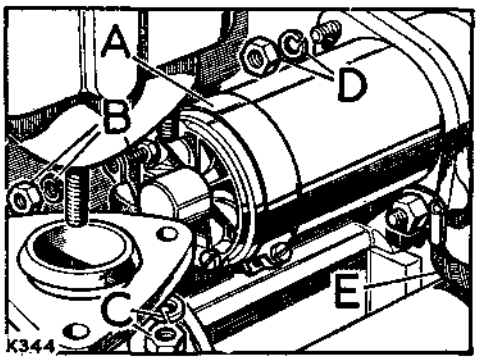

**Fig. A1-38. Starter motor and front exhaust fixings**
1. Refit the starter motor and the exhaust heat shield, if fitted, referring to Fig. A1-38 and A1-37 respectively for details of connections and fixings.